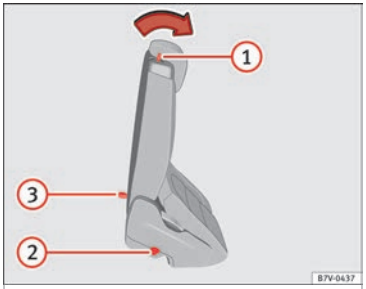

Fig. 158 Second row of seats: convenient entry function controls
- Push the lever ››› **Fig. 158** ① forwards and fold the backrest of the rear seat. This seat folds forward completely ››› ⚠ and can still be moved further forward.
- Make sure that the rear seat is securely engaged so that the seat belts can provide proper protection in the rear seats. The red mark ››› **Fig. 158** ② should no longer be visible ››› ⚠ **in Folding down rear seats to create load space on page 154**.
If the lever ››› **Fig. 158** ① does not work, e.g. after an accident, the seats on the second row can be folded forwards from the third row to allow vehicle occupants of the third row of seats to get out of the vehicle ››› ⚠.
- Pull the handle ››› **Fig. 158** ③ back and fold the backrest of the rear seat. The complete rear seat folds forward ››› ⚠.
- **A red mark on the side of the seat ››› Fig. 158 ② indicates that the seat backrest is not engaged. The mark is no longer visible when it is correctly engaged.**